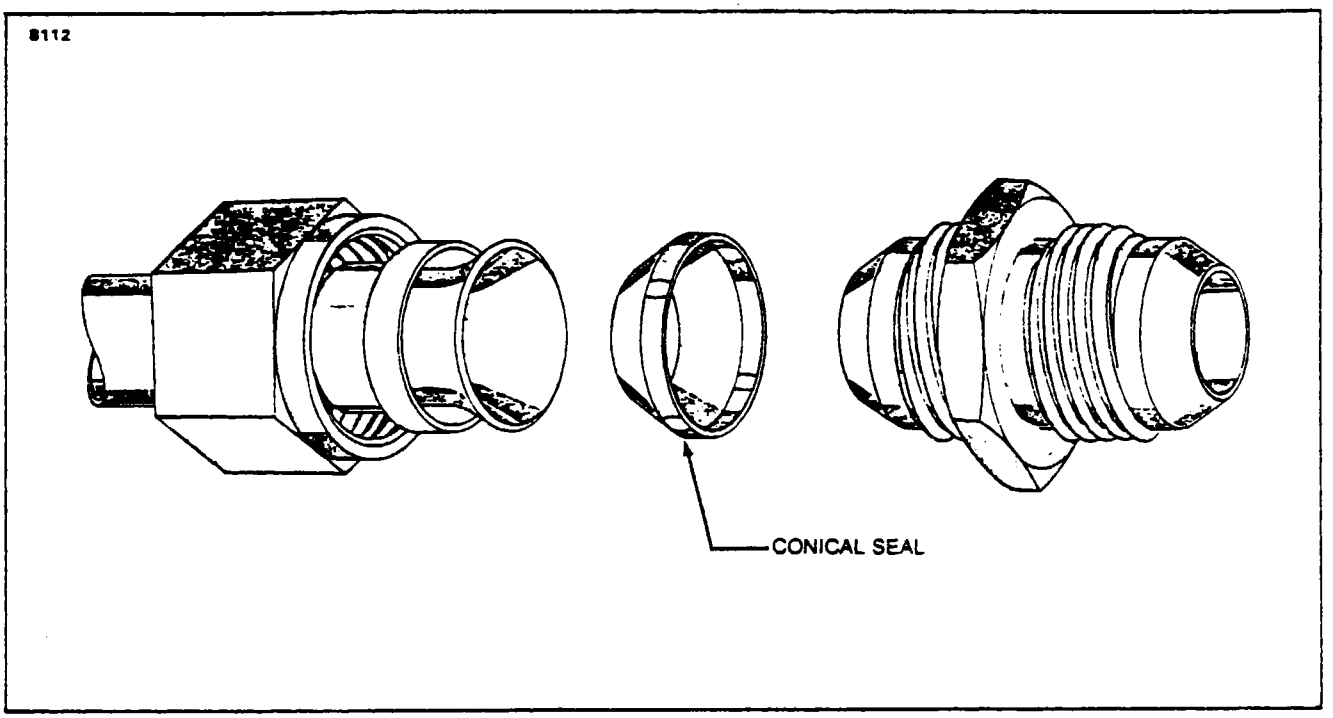

Figure 13-50. Installation of Seco 7 Seals
c. Flared fittings are sometimes difficult to seal on the hard-to-get fittings, it may be necessary to install Seco 7 seals. (Refer to Figure 13-50.) Install Seco 7 seals as follows: